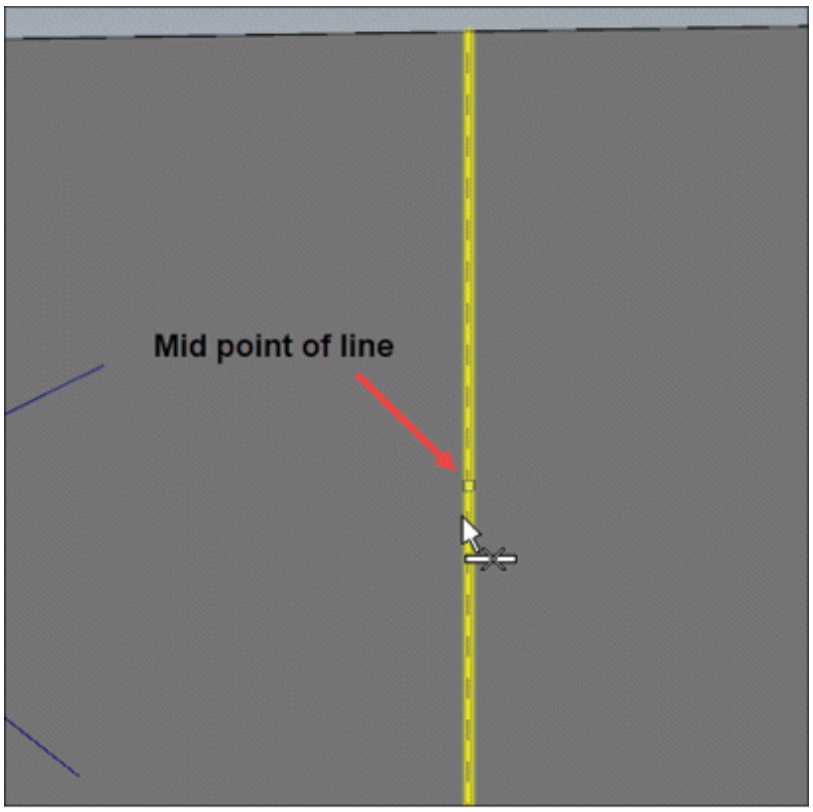

Figure-26. Selecting mid point of line
- Select the **Midpoint** option from the drop-down to select mid point of selected entity; refer to Figure-26.